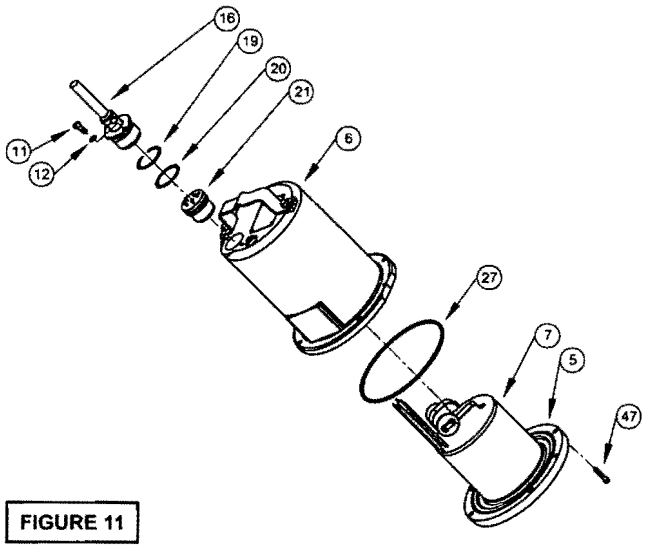
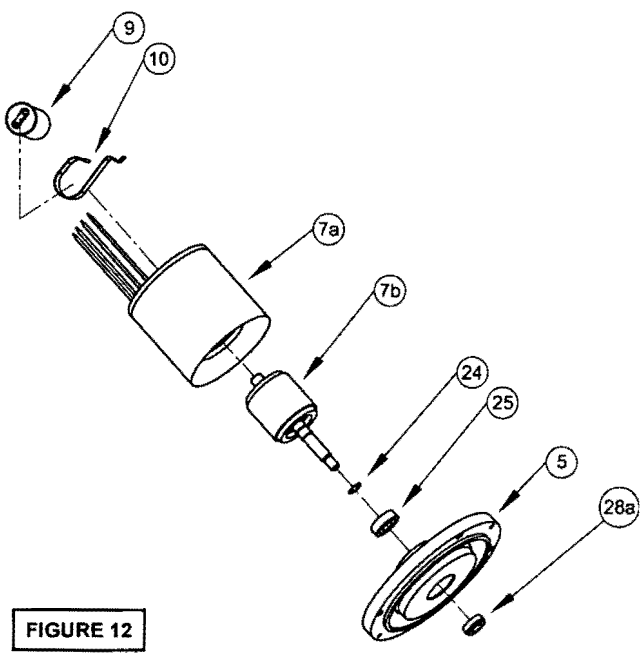

FIGURE 11
FIGURE 12
Position unit upright, using blocks to avoid resting unit on shaft. Unscrew cable hex bolts (11) and remove compression flange (16a) and power cord (16) Remove snap ring (19) with a flat head screwdriver. Pull the terminal block (21) out of the housing (6) using a T-bolt or pair of pliers and a 25-20 screw in the threads of the terminal block (21). Be sure to leave slack on the motor leads connected underneath. Use needle nose pliers to pull each female connector off of the pins on the underside of the terminal block (21) see Figure 11. The unit voltage should be noted. Repeat cable and terminal block removal procedure for any control cables (56) if equipped. Remove socket head cap screws (47). Vertically lift the motor housing (6) from seal plate (5) by lifting handle (13). Inspect square ring (27) for damage or cuts. Remove the motor bolts and lift motor stator from seal plate (5). Disconnect capacitor leads from capacitor (9, single phase units) Examine bearing (25) and replace if required If replacement is required, remove beanng (25) from motor shaft using a wheel puller or arbor press, see Figure 12